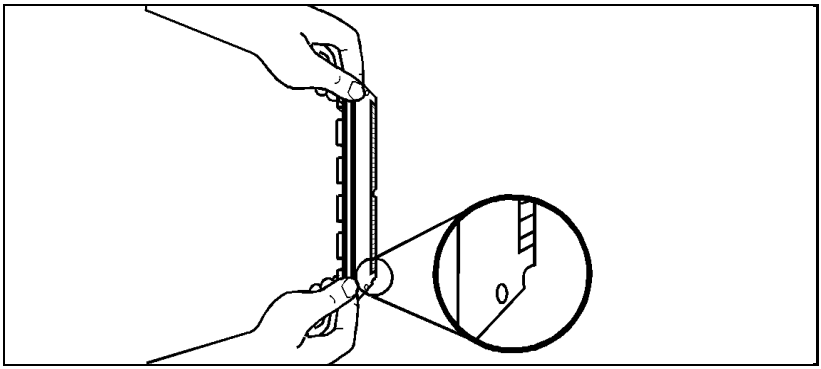

Figure 3-24 Positioning the SIMM board with the notch at the bottom.
2. Remove the SIMM board from the antistatic package. Hold the board with your forefingers on the side edges and your thumbs against the back edge. Turn the board so the notch on one end is on the *bottom* and the metal teeth face the slot (see Figure 3-24.